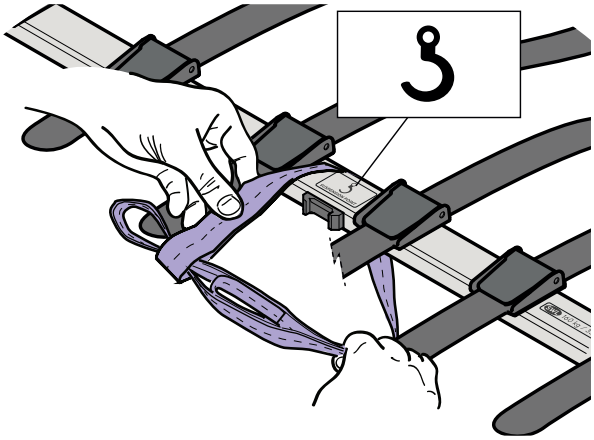

Fig. 9
2. Bouclez toutes les sangles à doubles boucles autour des points de suspension correspondants sur le cadre de civière. Voir fig. 9.